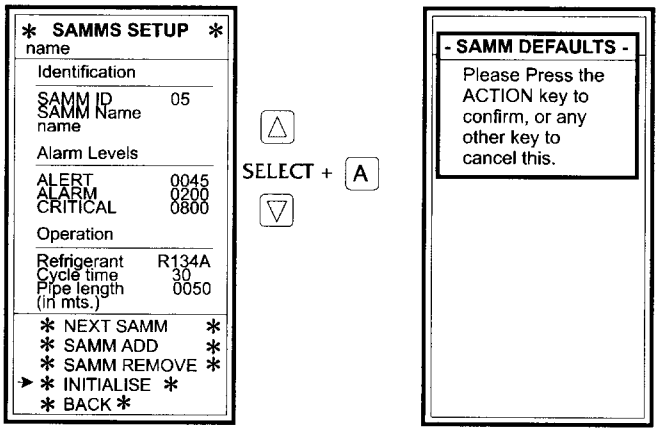

Figure 2-22. Initialize a SAMM
b. Initializing a SAMM as illustrated in figure 2-22 will install the default commercial configuration data (not provided) and overwrite all data for that specific SAMM. After selecting the SAMM ID followed by the ACTION key, select INITIALISE to install the default commercial configuration data.